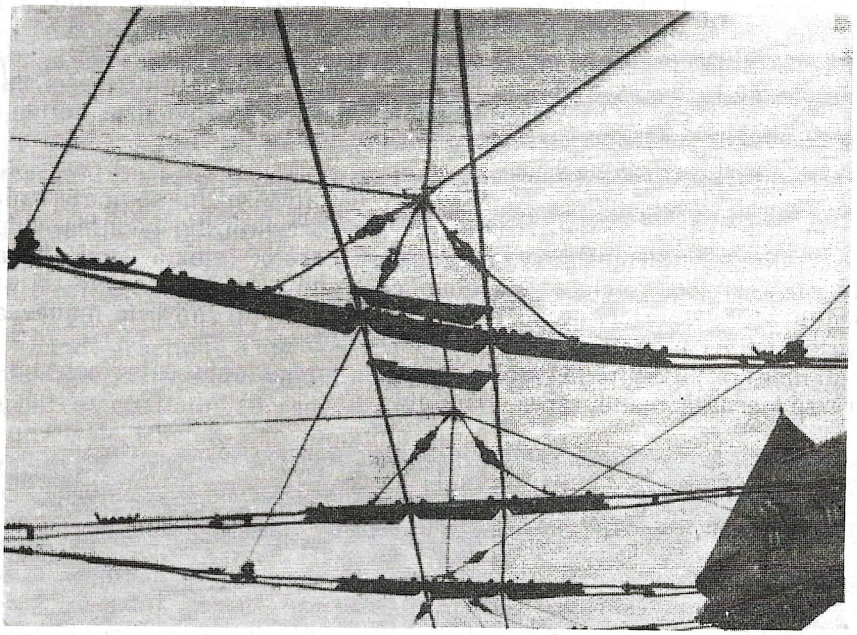

*Fig.21* Patine de lansare montate la intersecția liniilor de tramvai cu liniile de troleibuz.
*Patina de lansare* (Fig.21) este montată la intersecțiile liniilor de tramvai cu liniile de troleibuz. Această piesă este necesară datorită faptului că modul de culegere a curentului este diferit la troleibuz față de tramvai.